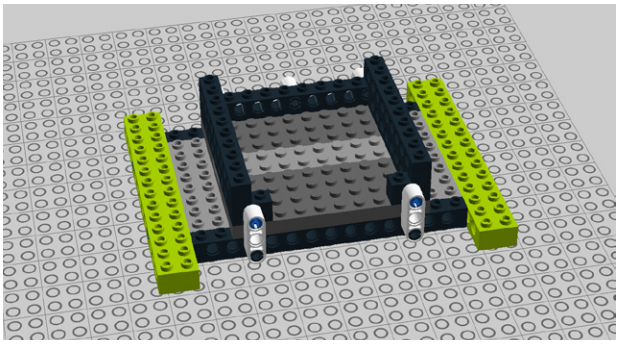

Figure 5-21. *Step 14: Connecting some more bricks*
14. And more Technic bricks (see Figure 5-21)!